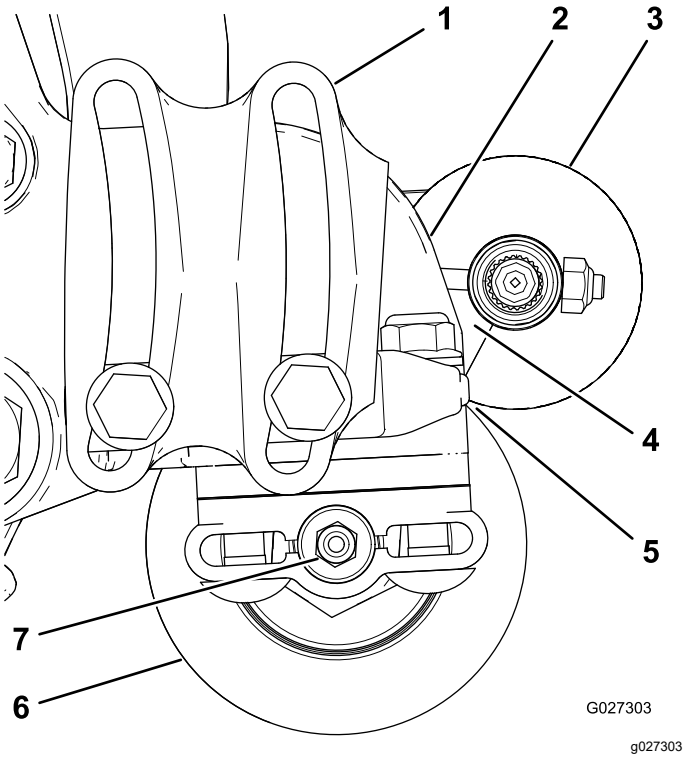

**Figur 14**
2. Placera rullborsten så att den precis vidrör eller vilar mot den bakre rullen (Figur 14).